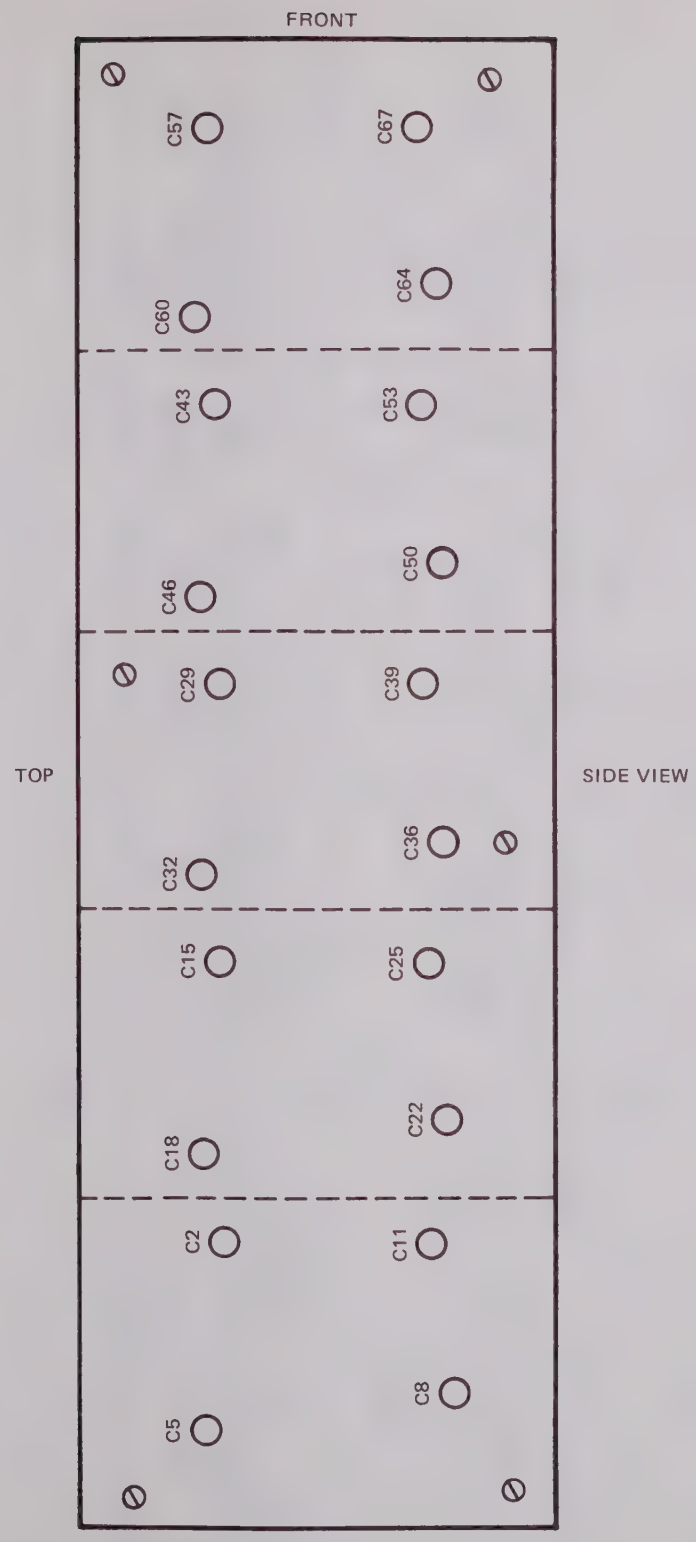

Figure 4-13. A10 Assembly, Access Hole Identification
4.5.30 BOARDS A10 AND A11 ADJUSTMENTS (FIGURES 4-13, 4-14, AND 4-15).